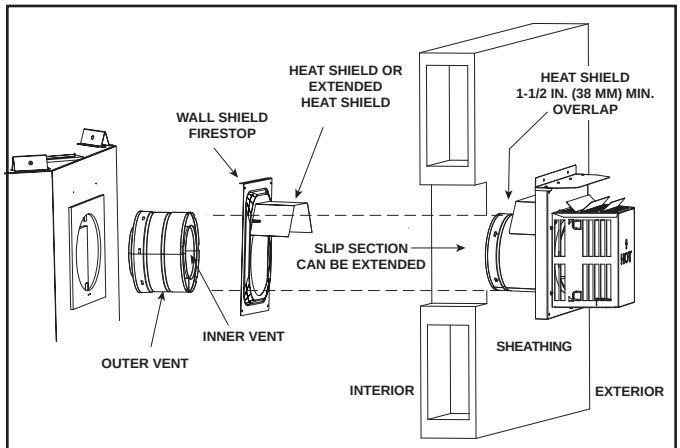

Figure 7.16 Venting Through the Wall
- ***DO NOT*** *remove the heat shields attached to the wall shield firestop and the horizontal termination cap (shown in Figure 7.16).*
There are two sections of the heat shield. One section is factory-attached to the wall shield firestop. The other section is factory-attached to the cap. See Figure 7.16.